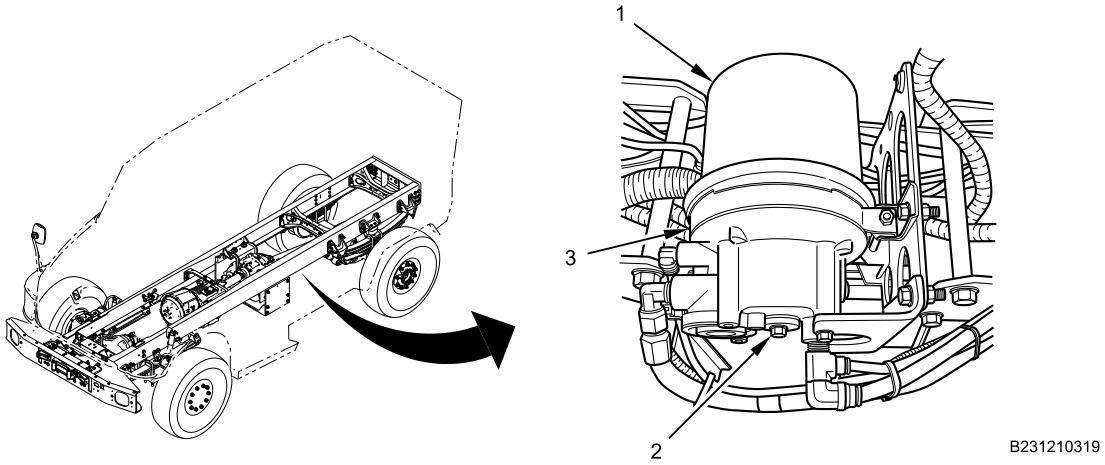

Figure 1. Air Dryer Desiccant Cartridge.
1. Remove air dryer cartridge bolt (Figure 1, Item 2) from air dryer base (Figure 1, Item 3).
2. Remove air dryer desiccant cartridge (Figure 1, Item 1) from air dryer base (Figure 1, Item 3). Discard air dryer desiccant cartridge.